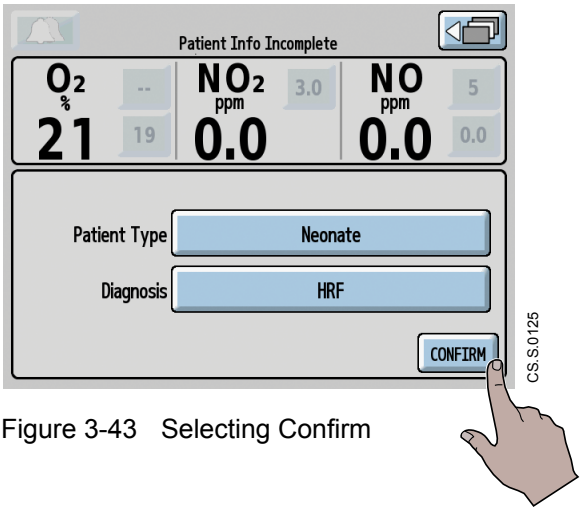

Figure 3-43 Selecting Confirm
9. Select the **CONFIRM button** (Figure 3-43).